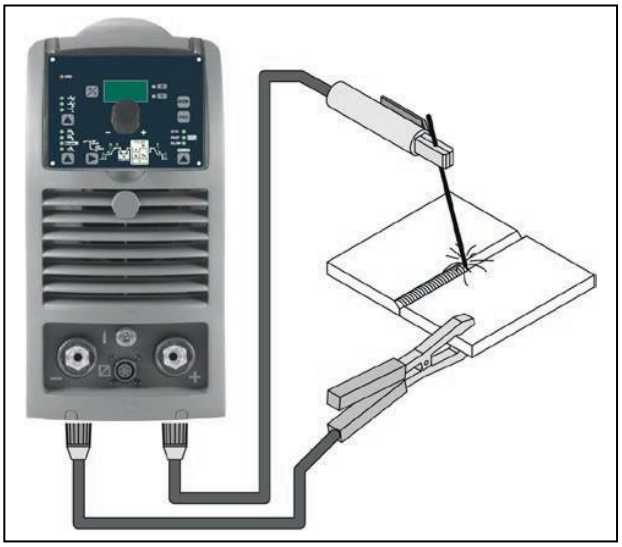

Bild 6
1) Anschluss der Schweißkabel (Bild 6):
Schließen Sie die Schweißleitungen an den Ausgangsklemmen (positiv und negativ) der Schweißmaschine an, wenn die Maschine vom Netz getrennt ist. Beachten Sie dabei die für die zu verwendende Elektrodenart (Bild 6) vorgesehenen Polarität von Elektrodenhalter und Erde. Befolgen Sie auf jeden Fall die von den Elektrodenherstellern gegebenen Anweisungen. Die Schweißleitungen müssen so kurz wie möglich sein, nah nebeneinander liegen, in Höhe des Fußbodens oder etwas darüber positioniert sein. Berühren Sie die Zange der Elektrodenhalterung und die Erdklemme niemals gleichzeitig.